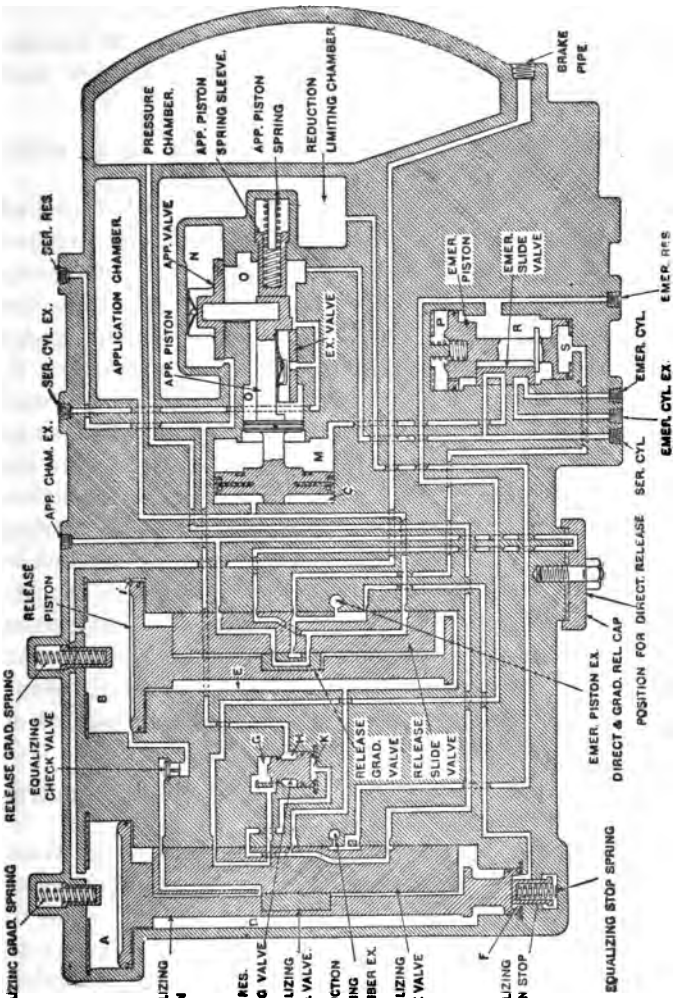

FIG. 142. DIRECT RELEASE, CHARGING PRESSURE CHAMBER ONLY.
Q. If the graduated-release cap is in the direct release position, how will it affect the operation of the control valve during release? (See Fig. 142).